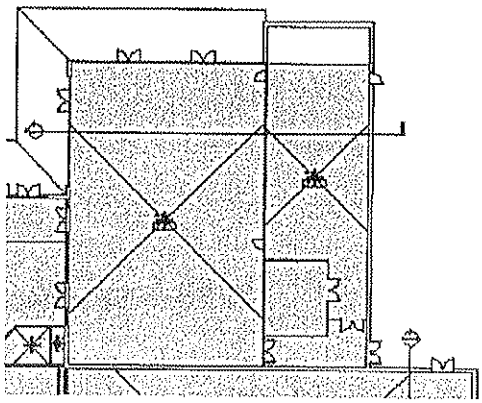

Figure 6–44
10. Add spaces to the Cafeteria and Kitchen areas. The Kitchen space fills the entire area, as shown in Figure 6–44, because the base of the space is at the Cafeteria Plenum level, which is above all of the interior walls.